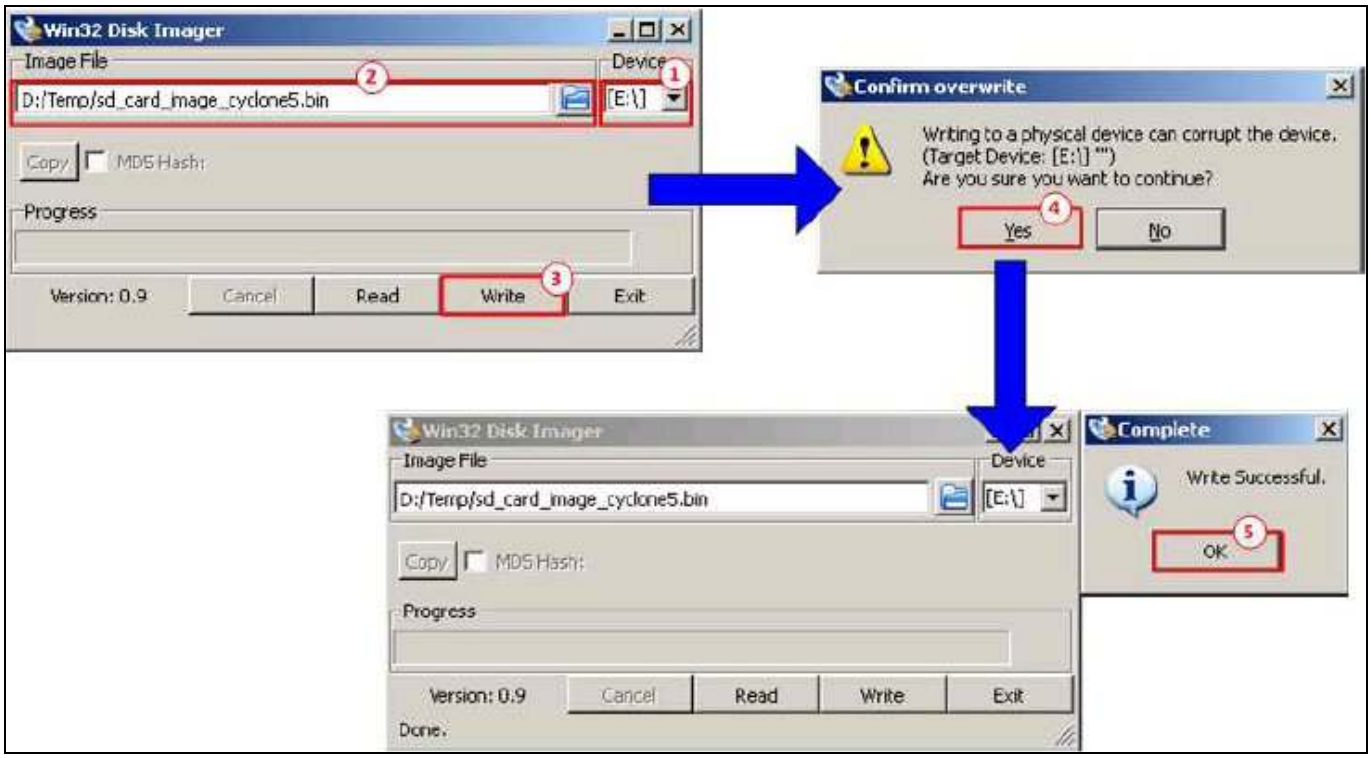

図 2-1: デモ用イメージ・ファイルの microSD カードへの書き込み
- "Win32DiskImager"にて図 2-1 のように"sd_card_image_cyclone5/arria5/arria10.bin"ファイルを microSD カードにコピーします。